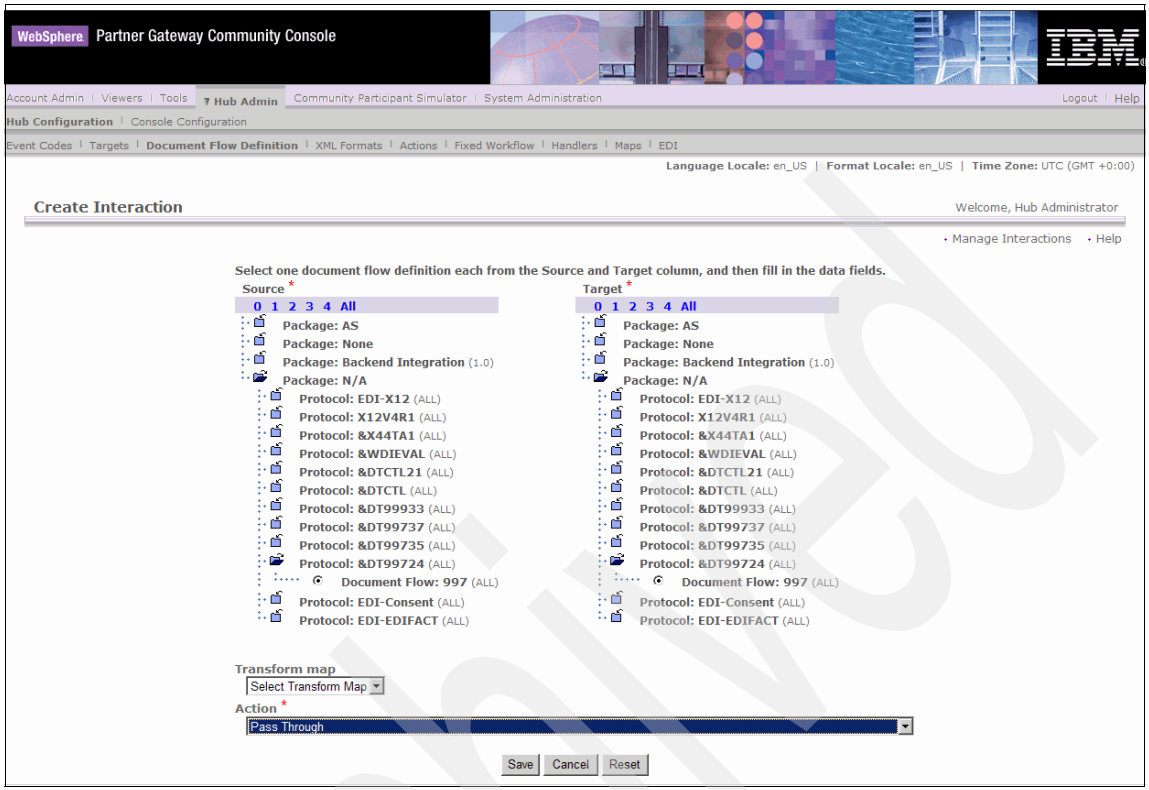

Figure 20-9 Creating the interaction from N/A/&DT99724/997 to N/A/&DT99724/997
4. We need an interaction from N/A/&X44TA1/TA1 to N/A/&X44TA1/TA1 in Package/Protocol/Document Flow order (Figure 20-9 on page 708).
5. Select **Pass through** from the **Action** drop-down box (Figure 20-9). Click **Save** to return to the Manage Interactions screen. This finishes the creation of the first interaction.